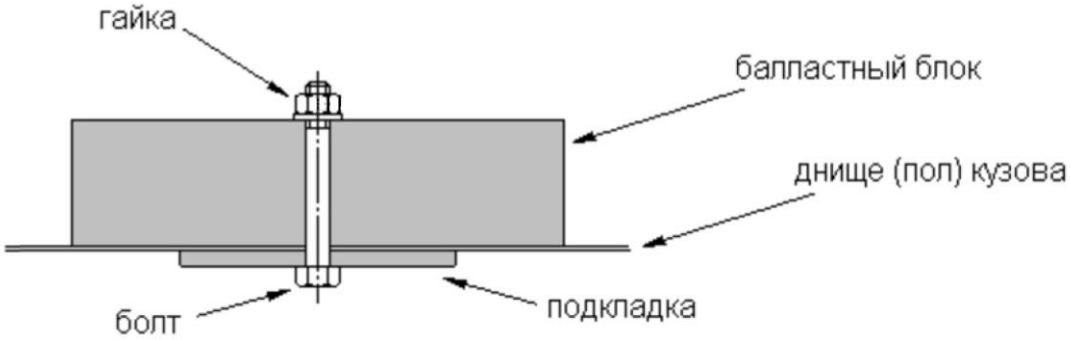

Рис.4.
13.8. Для подгонки массы автомобиля допускается применение одного или нескольких балластных грузов, при условии, что они представляют собой прочные и единые блоки, и размещенные на полу или снизу пола салона или багажника. Балласт должен быть прикреплен к кузову болтами класса 8,8 минимальным диаметром 8 мм с подкладками, в соответствии с Рис. 4. Минимальная площадь соприкосновения между кузовом и подкладками в каждой точке крепления должна быть не менее 40 см^2. Количество болтов: не менее двух (2) на каждые 20 кг балласта и не менее двух (2) на каждый блок весом свыше 10 кг. Толщина подкладки не менее 3 мм. Болты следует размещать вблизи периметра блока на максимальном расстоянии друг от друга. Рекомендуется размещать блоки вблизи вертикальных элементов кузова (туннель, короб, и т.п.). Также рекомендуется приваривание подкладок к панели днища.